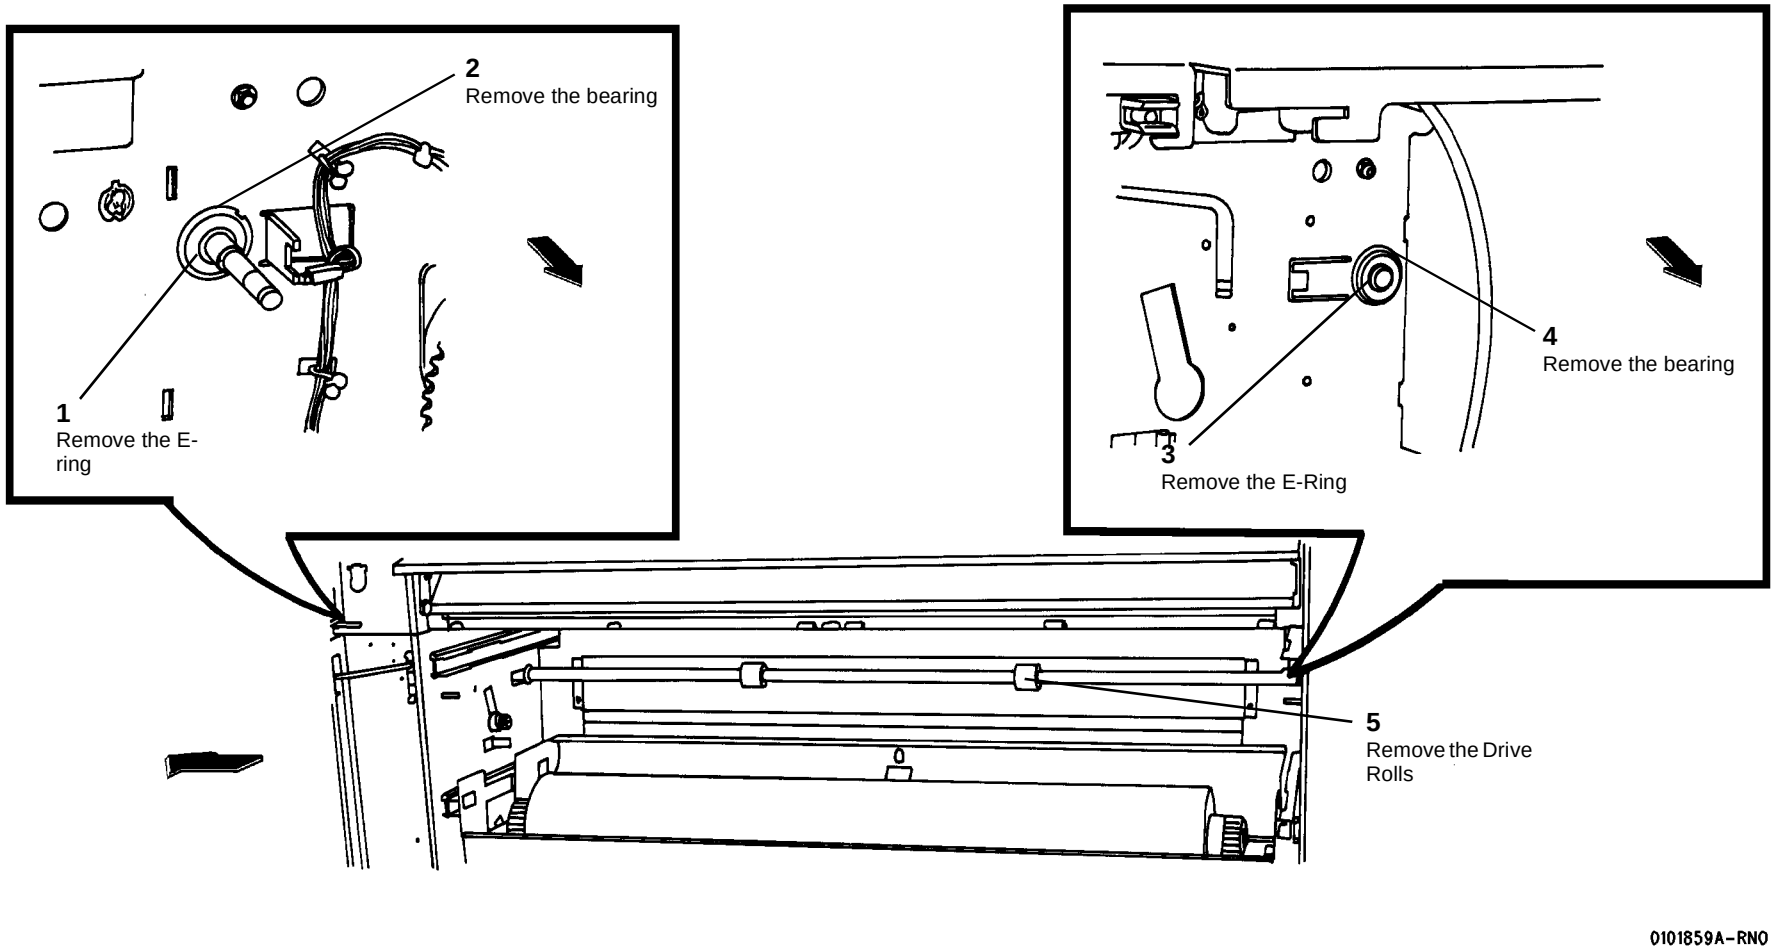

**Figure 1 Removing the Roll Feed Drive Rolls**
4. (Figure 1): Remove the Roll Feed Drive Rolls.